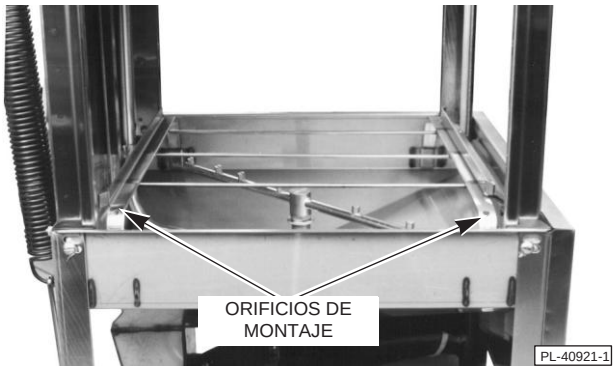

**Fig. 3**
3. Con los dos tornillos y las dos tuercas extraídos en el paso 2, vuelva a adjuntar el riel del bastidor y protector contra salpicaduras delanteros al lado izquierdo del conjunto del riel del bastidor. Use los orificios de montaje (Fig. 3) que se proporcionan.